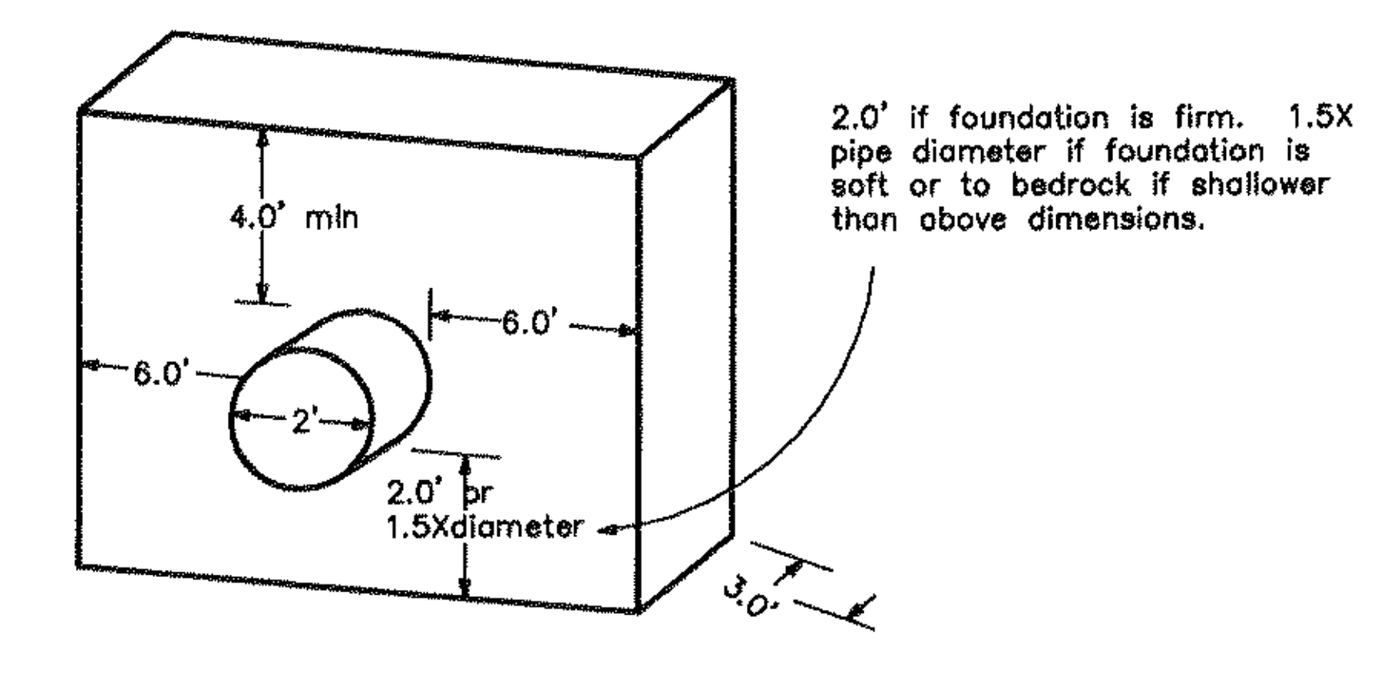

FIGURE 2: Typical configuration for a filter diaphragm used in an embankment dam.
4. The filter diaphragm should extend below the pipe to a depth of 2 feet or to bedrock formation, whichever is encountered first. If the foundation is softer extend the diaphragm vertically downword 1.5 times the outside diameter of the conduit or down to bedrock if encountered at shallower depth. Provide a minimum diaphragm thickness (in the direction of conduit length) of 3 feet. Use a larger thickness if needed for tying into the embankment or foundation drainage systems, accommodating construction methods, or other reasons. These dimensions are shown in Figures 2 and 3.